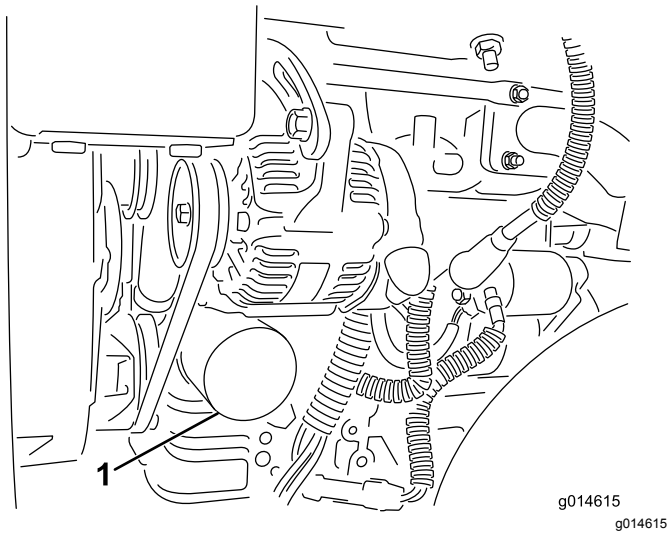

**Figuur 31**
2. Verwijder het oliefilter (Figuur 31). Smeer een dun laagje schone olie op de pakking van het filter.